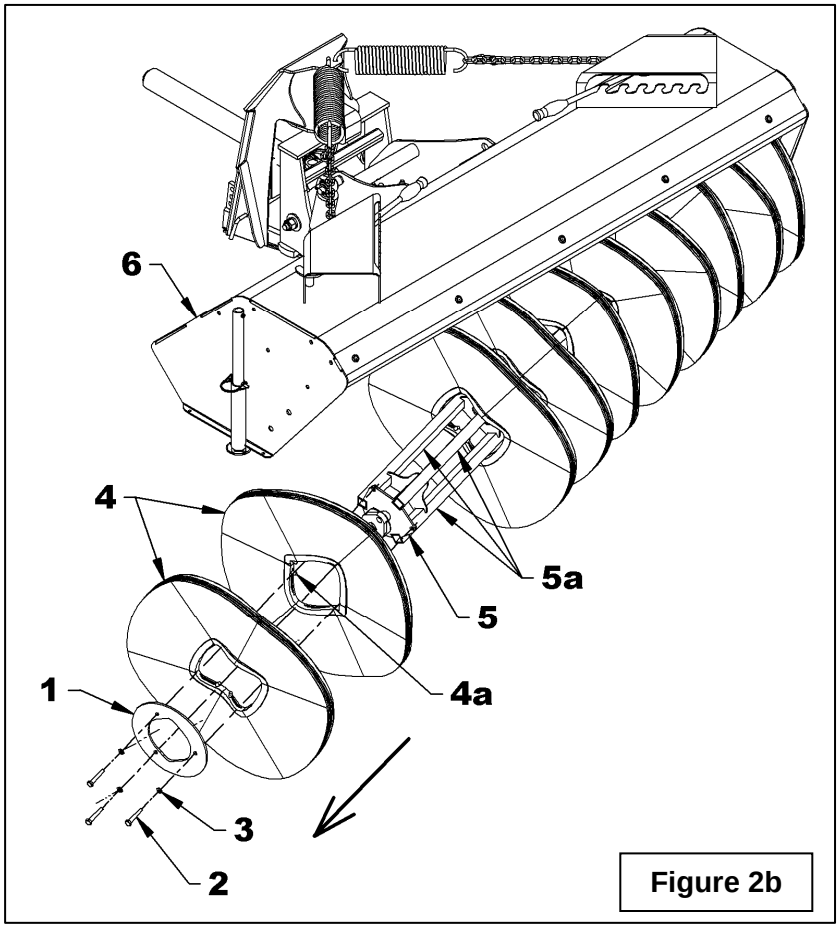
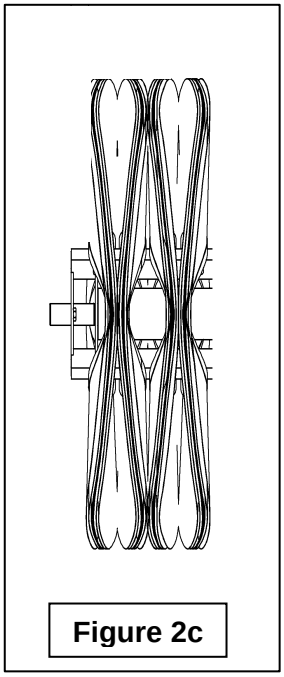

Figure 2b
Figure 2c
6. **Figure 2b:** Remove the three 5/16"NC x 1" lg. hex bolts (item 2), the three 5/16" lockwashers (item 3) and the retaining plate (item 1) from the brush support (item 5). Take off all the brushes (item 4) from the brush support (item 5).
7. **Figure 2b:** Install each brush (item 4) in the opposite direction of the one next to it (see **Figure 2c**). The two pins on each brush (item 4a) that secure the brushes to the support must be alternated 120° (1/3 of a turn) to obtain a balanced distribution on each of the support's three square tubes (item 5a).
8. **Figure 2b:** Secure the brushes with the retaining plate (item 1), the three. 5/16"NC x 1" lg. hex bolts (item 2) and the three 5/16" lockwashers (item 3).